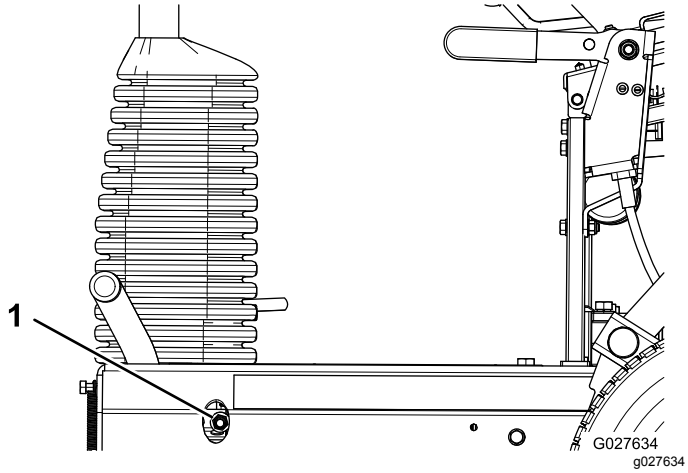

Figuur 38
- Om de remkracht te vermeerderen, moet u de borgmoer van de rem vaster draaien (Figuur 38).
- Om de remkracht te verminderen, moet u de borgmoer van de rem losser draaien (Figuur 38).